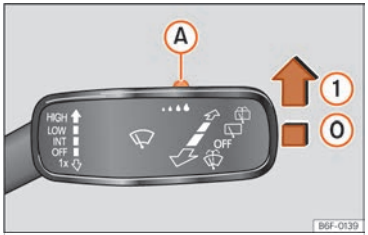

Fig. 108 Palanca de l'eixugaparabrises: ajustar el sensor de pluja (A).
Pressioneu la palanca a la posició desitjada ››› fig. 108.
Si es desconnecta l'encesa i es torna a connectar, el sensor de pluja segueix activat i torna a funciona quan l'eixugaparabrises està en la posició ››› fig. 108 (1) i se circula a més de 16 km/h (10 mph).